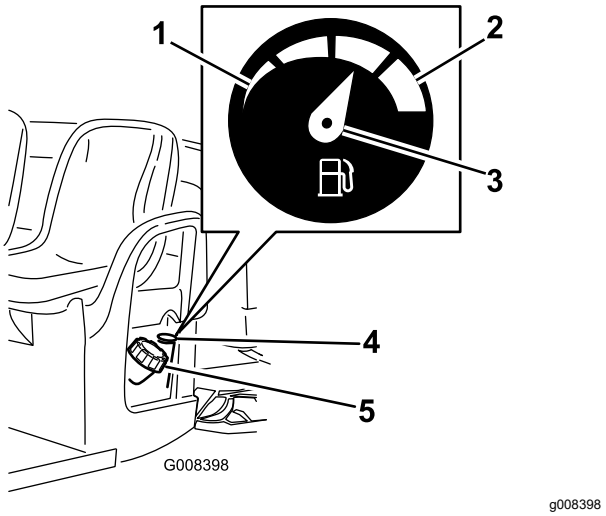

Figuur 20
2. Maak de omgeving van de dop van de brandstoftank schoon (Figuur 20).